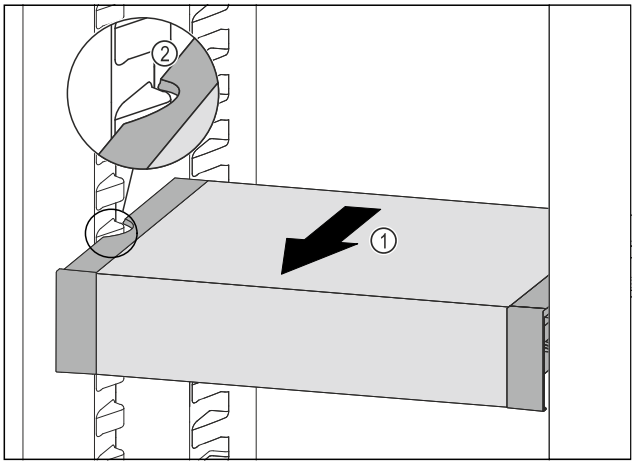

Fig. 109
▶ Pull VarioSafe forwards *Fig. 109 (1)* until the recesses in the side of the VarioSafe are at the level of the support rib in the fridge section. *Fig. 109 (2)*